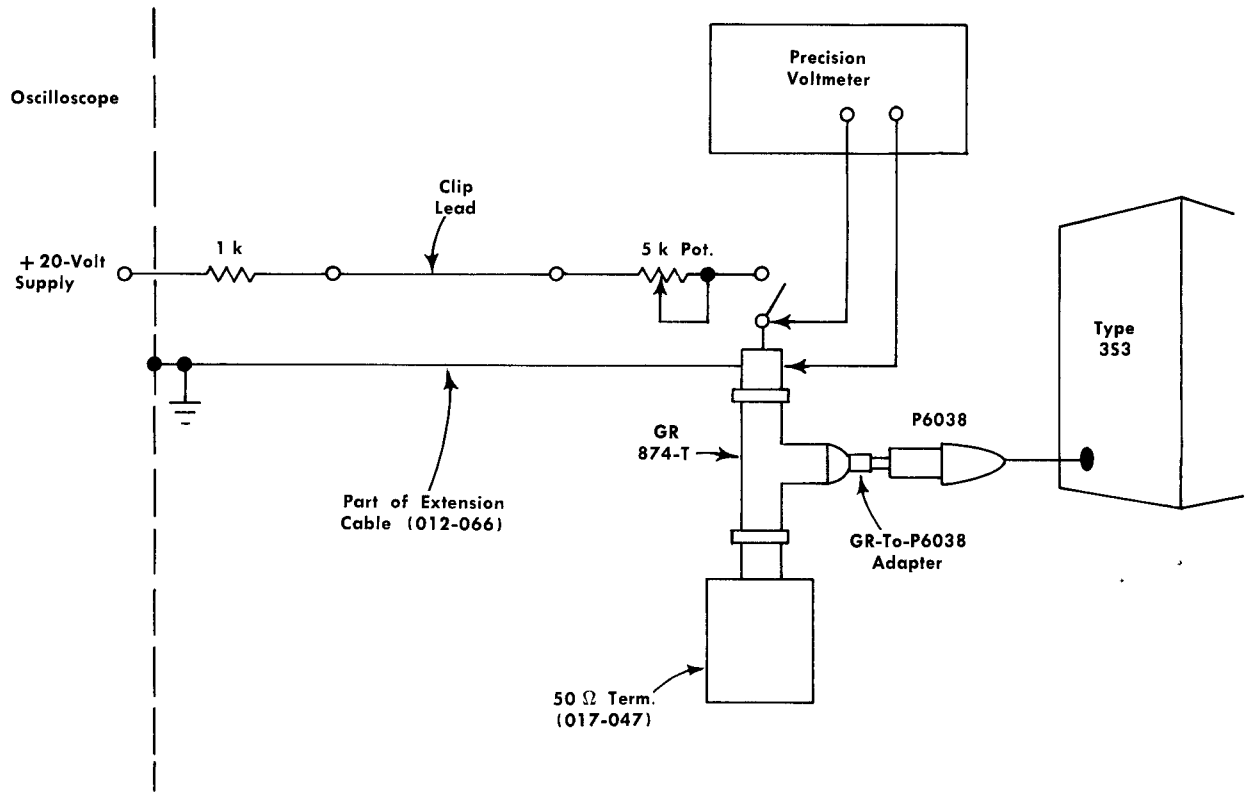

Fig. 5-5. Circuit used to set Type 3S3 dc gain.
a. Connect the Channel A P6038 Probe to the system shown in Fig. 5-5. Leave the switch open.
g. Connect the GR 874-T of Fig. 5-5 to the Type 113 Delay Cable end so that the signal generator can be used to operate the Type 3S3, and externally trigger the Type 3T77 through the Type 110. The Type 110 trigger takeoff operates without the POWER switch ON. Remove the 2X attenuator in the line to the Type 113.